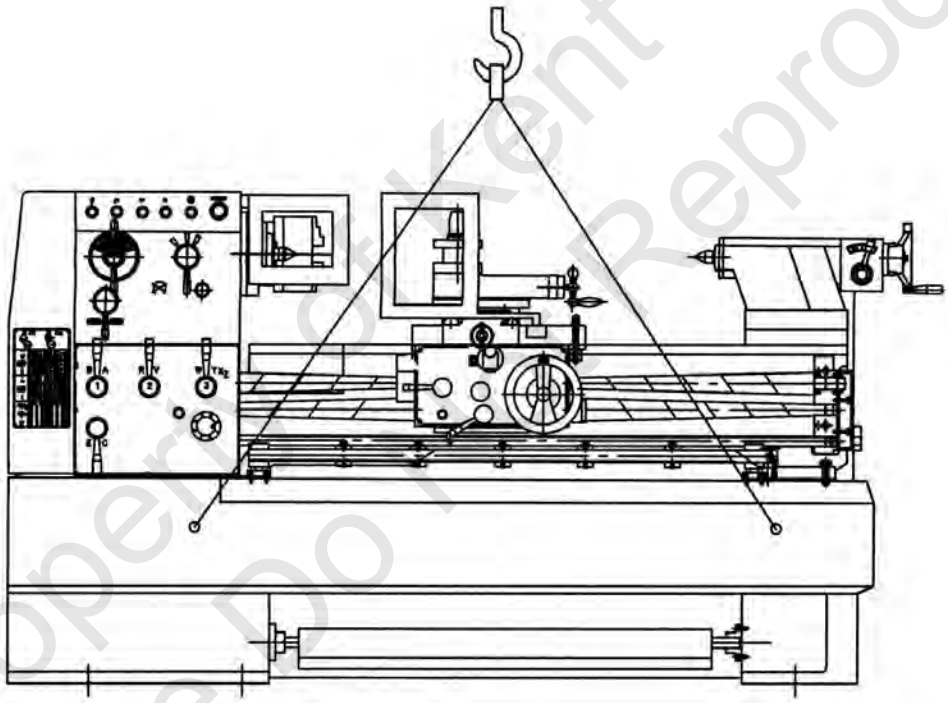

FIG.2
(1) Use 2 steel bars 1-1/2"(38m/m) diameter, 32" (800m/m) (minimum) long. (Should extend at least 4" (100m/m) each side of lathe.) Place bars & sling as shown FIG 2.
(2) Use at least 1/2" (12m/m) diameter steel cable (or equivalent fabric) sling for lifting. Place wooden blocks or cloth between the sling and the machine to prevent damage. SEE FIG 2.
(3) Before lifting position the tailstock and carriage towards the tailstock end of the bed to help distribute and balance the machine weight.